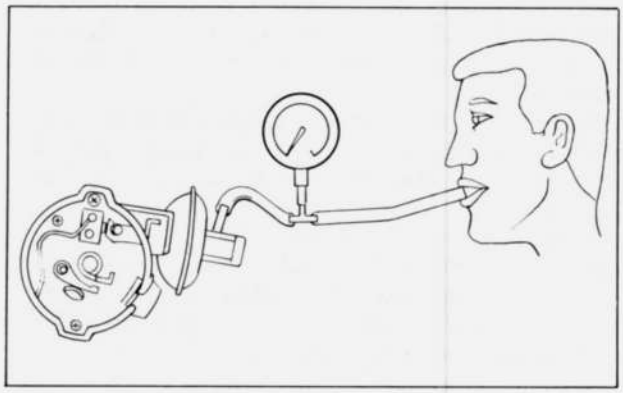

Fig. 1A–44 Checking of vacuum switch
2. Remove the vacuum sensing tube from the vacuum advancer of the leading spark plug distributor, then attach the vacuum gauge in its place as in Fig. 1A–44.